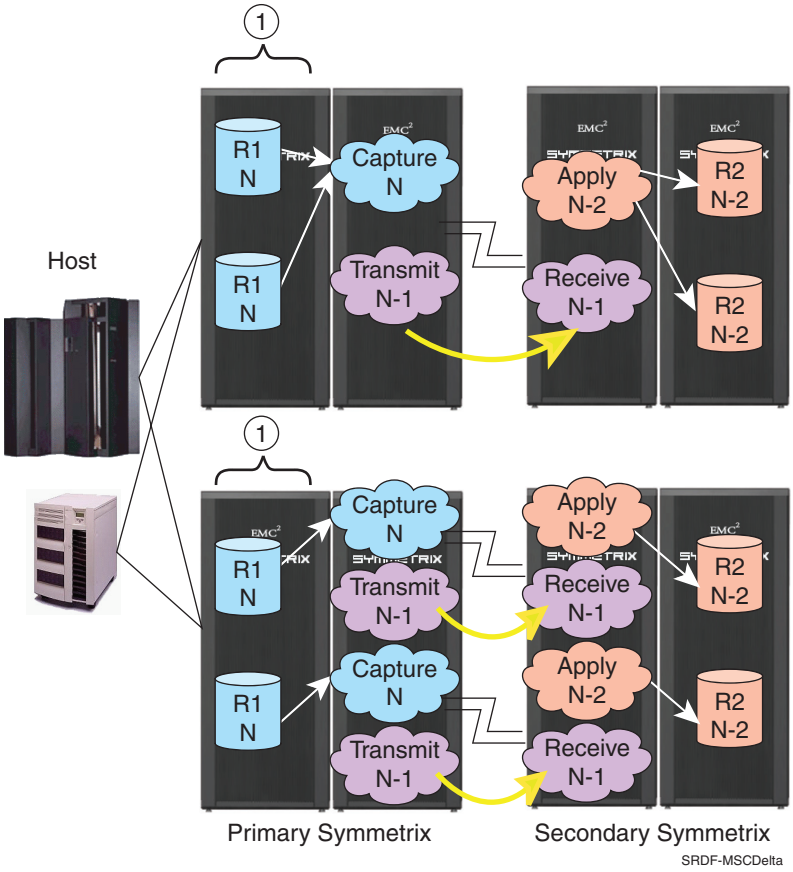
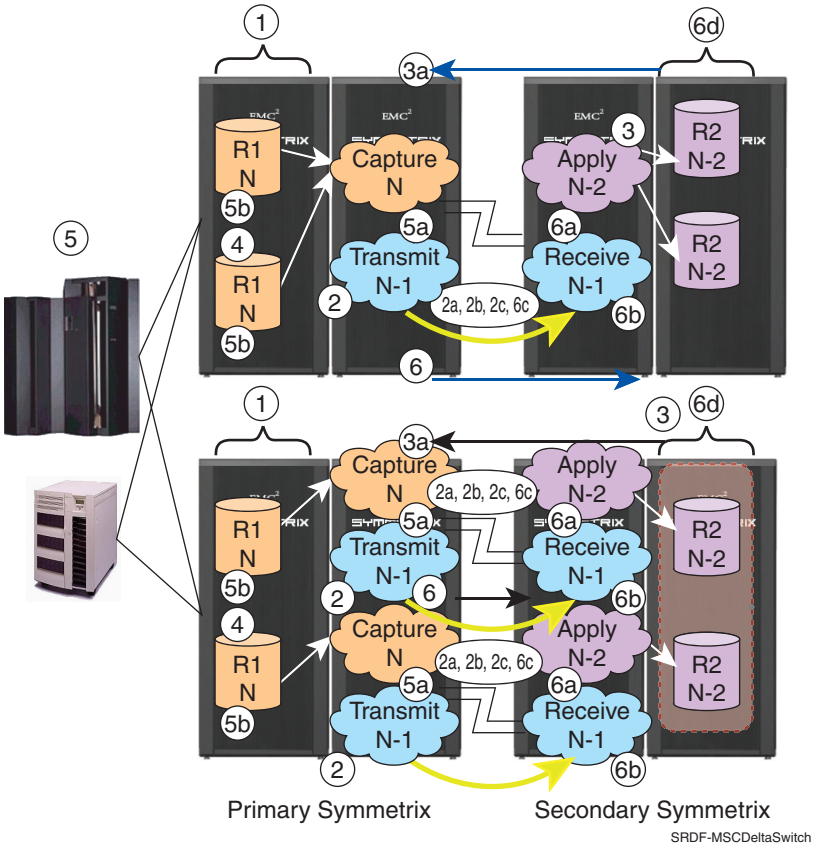

Figure 40 SRDF/A MSC capture delta set collects application write I/O
Figure 41 SRDF/A MSC delta set switching process
This section describes how the delta set switching process works for SRDF/A MSC mode. Figure 40 on page 107 and Figure 41 on page 109 show three SRDF/A single sessions combined together to create a single SRDF/A MSC group. There are two primary systems, one with a single SRDF/A group and the other with two SRDF/A groups. The secondary systems have the same configuration as the primary systems have. This is a balanced configuration. Figure 40 on page 107 and Figure 41 on page 109 assume SRDF/A MSC has been activated and two cycle switches have previously occurred.
Figure 40 on page 107 shows how the current host I/O being collected by the capture delta set on the primary system. The primary system transmit delta set is continuing to send the data to the secondary system receive delta set. The apply delta set is continuing to restore or mark the data write pending to the R2 devices in the secondary systems.
Figure 41 on page 109 shows that SRDF transfer between the primary system transmit delta sets and the secondary system receive delta sets is complete (Step 2 in Figure 41 on page 109). The primary Symmetrix sends the secondary Symmetrix a transmit complete message (Step 2a in Figure 41 on page 109).
1. The primary systems wait for an acknowledgement from the secondary Symmetrix (Step 2b in Figure 41 on page 109) systems. The primary systems halt the SRDF transfer (Step 2c Figure 41 on page 109).
2. The secondary system apply delta sets complete the restore process by marking the data write pending to the R2 devices (Step 3 in Figure 41 on page 109). When completed, the secondary systems send a restore complete message to the primary systems (Step 3a in Figure 41 on page 109).
3. Once the primary systems receive the restore complete message from the secondary systems, the primary systems respond to polls from the SRDF/A MSC host software with a ready to switch condition (Step 4 Figure 41 on page 109). Again this is because the primary system transmit delta sets are empty and the secondary system apply delta sets have completed the restore process.
4. The SRDF/A MSC host software initiates the primary system cycle switch once all of the participating SRDF groups in the SRDF/A MSC solution report a ready to switch state (Step 5 in Figure 41 on page 109).
5. The write I/Os are deferred long enough for the host software to coordinate the cycle switch across all SRDF groups and the primary systems (Step 5a in Figure 41 on page 109).
6. The primary systems allow the deferred I/O, and a new capture delta sets accept the host I/O (Step 5b in Figure 41 on page 109). The transmit delta sets contain the N-1 copy of dependent-write consistent data.
7. The primary systems send a commit message to the secondary systems (Step 6 in Figure 41 on page 109) once the primary systems cycle switch occurs (Step 5a in Figure 41 on page 109).
8. After receiving the commit message, the secondary systems perform a cycle switch between the receive and apply delta sets (Step 6a in Figure 41 on page 109).
9. The secondary systems now have a new receive delta set available (Step 6b in Figure 41 on page 109).
10. The SRDF transfer process begins from the primary systems to the secondary systems (Step 6c in Figure 41 on page 109). The secondary systems also begin the apply delta set restore process (Step 6d in Figure 41 on page 109).
The delta set switching process completes and the new cycle begins as shown in Step 1 in Figure 40 on page 107.